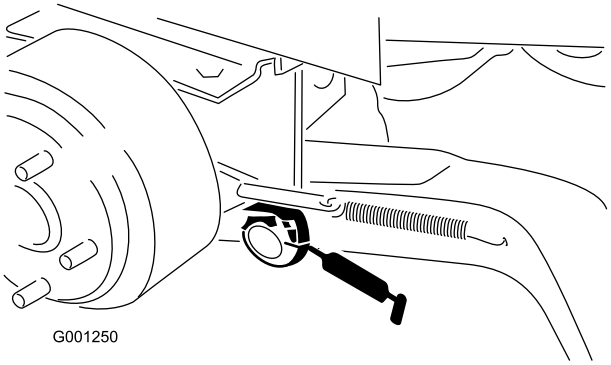

Figur 40
- Løftearmtapphylser (Figur 40)